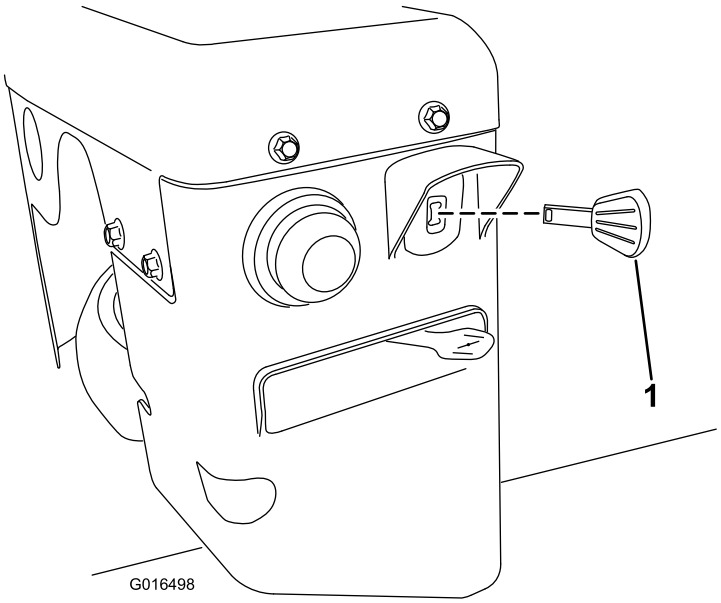

**Figur 25**
3. Sätt i nyckeln helt i tändningslåset (Figur 25).